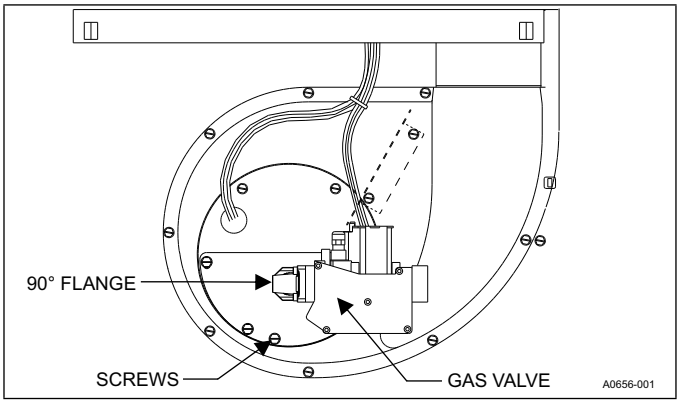

**Figure 16:** Burner assembly
5. Remove the four screws that attach the gas manifold to the burner support box. See **Figure 16**.